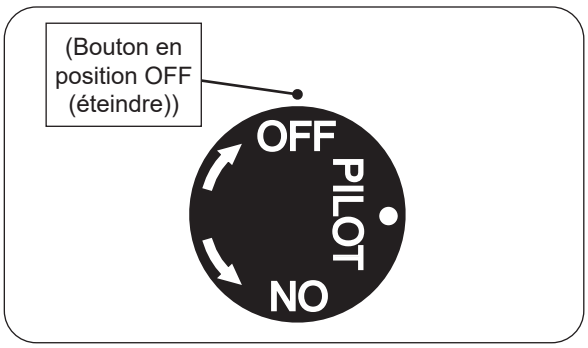

Fig. 53-2 Arrêt du pilote
2. Localisez la vanne sur le côté de l'unité. Pousser le gazbouton de commande légèrement et tourner dans le sens des aiguilles d'une montre ↷ sur **OFF** (éteindre) (voir Fig.53-2).
Appuyez légèrement sur le bouton de contrôle et tournez-le dans le sens des aiguilles d'une montre ↷ pour **OFF** (éteindre). Ne force pas. Voir Fig.53-2.